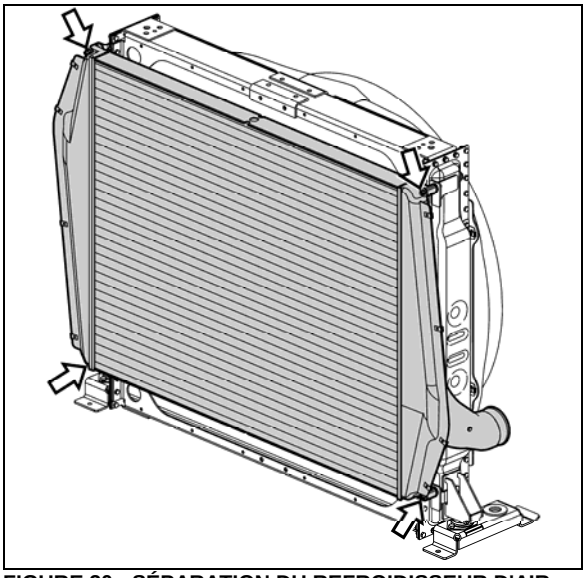

FIGURE 30 : SÉPARATION DU REFROIDISSEUR D'AIR DE SURALIMENTATION
18. Séparer le refroidisseur d'air de suralimentation du radiateur (Figure 30).